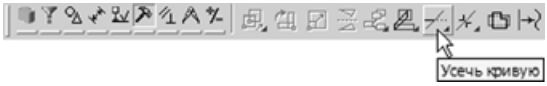

Рис. 5.43
- Нажмите кнопку **Усечь кривую** на инструментальной панели **Редактирование** — данная команда позволяет удалить часть какого-либо объекта по точкам его пересечения с другими объектами (рис. 5.43).